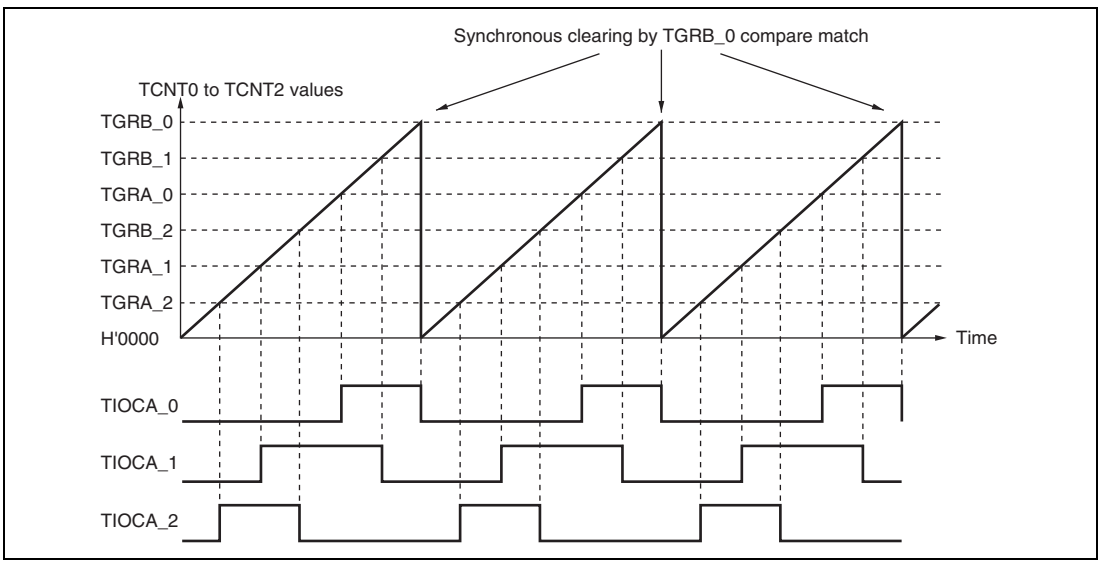

**Figure 10.11 Example of Synchronous Operation**
**Example of Synchronous Operation:** Figure 10.11 shows an example of synchronous operation.